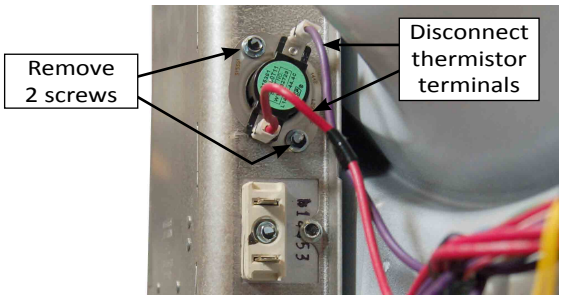

Figure 2
4. Disconnect the two terminal wires from the high limit thermistor (see Figure 2).
5. Remove the two (2) 1/4” hex-head screws securing the thermistor to the inlet duct (see Figure 2).